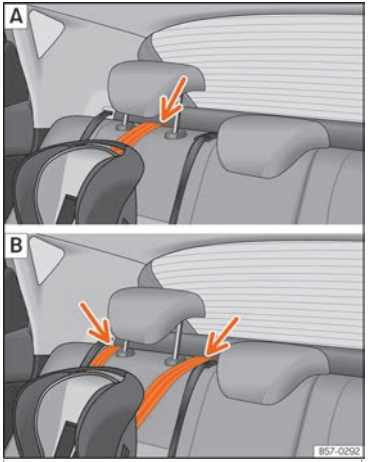

Abb. 30 Rücksitze: Einstellung und Einbau je nach Top Tether-Gurt.
- Führen die den Gurt unter der Kopfstütze des Rücksitzes durch ››› **Abb. 30** (in Abhängigkeit der Gebrauchsanweisungen des Kindersitzes ggf. Kopfstütze anheben oder entfernen).